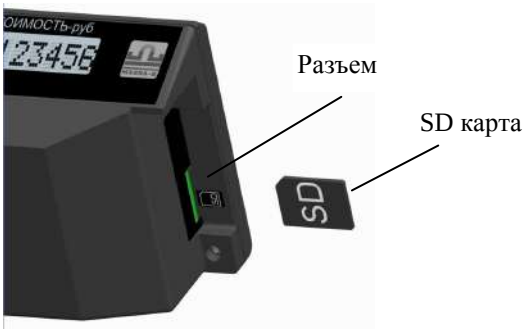

Рис. 13. Установка карты в весы
- вставить карту в разъем весов (Рис. 13) до появления легкого щелчка, означающего фиксирование карты в разъеме;